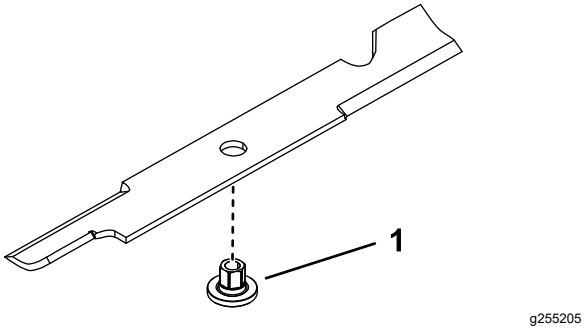

Figur 110
1. Monter hylsen gjennom bladet med hylseflensen på bunnsiden (gressiden) av bladet (Figur 110).